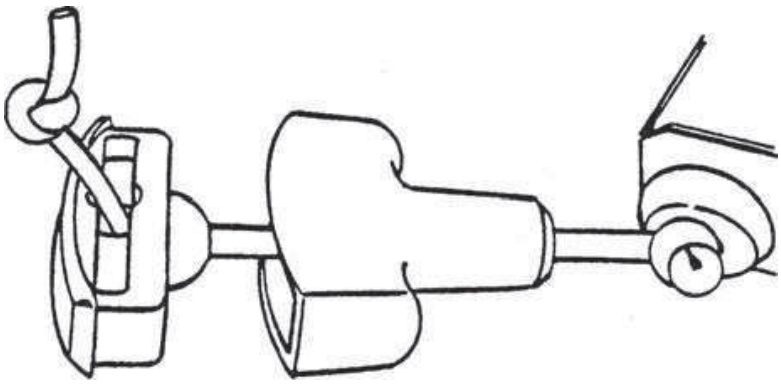

FIG. 5-5. *Knot the rope as shown at the handle.* Briggs & Stratton Corp.
5. Tie a temporary knot in the rope or lock the sheave with Vise-Grip pliers (Fig. 5-5).